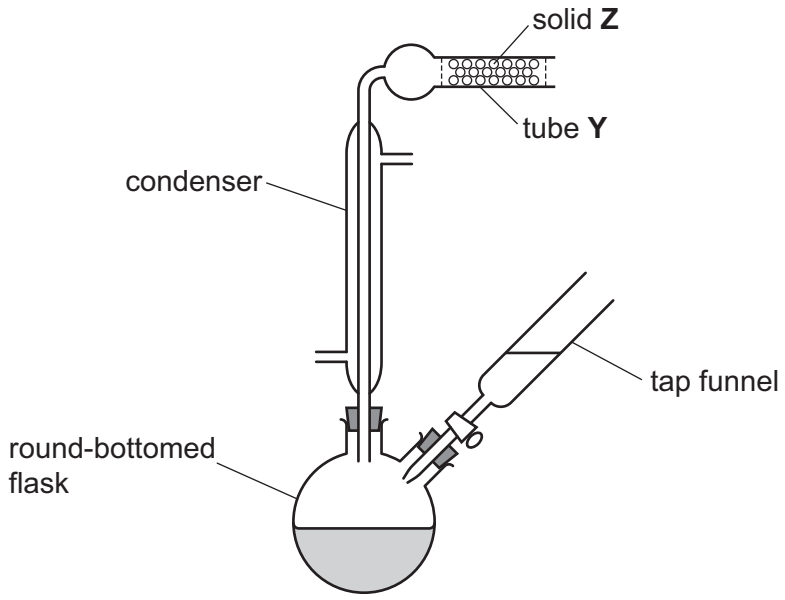

Fig. 1.1
step 1 Set up the apparatus shown in Fig. 1.1 with approximately 1.25 g of Mg powder and 5 cm^3 of ethoxyethane in the round-bottomed flask.
(i) Suggest how the glassware shown in Fig. 1.1 should be dried before use in step 1.
(c) Fig. 1.1 shows the apparatus for steps 1–3.
(i) Draw a labelled arrow on Fig. 1.1 to show where the water enters the condenser. [1]